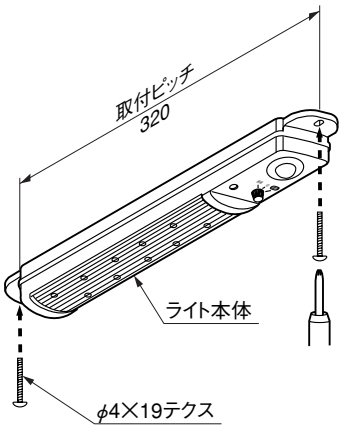

図4-1
❶ ライト本体をソーラーパネル・ライト本体取付ネジ（φ4×19テクス）2本で取付けてください。（図4-1参照）